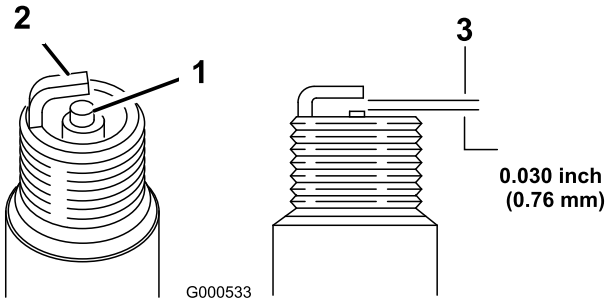

Figur 22
5. Ställ in gapet på det nya stiftet till 0,76 mm såsom visas i Figur 22.